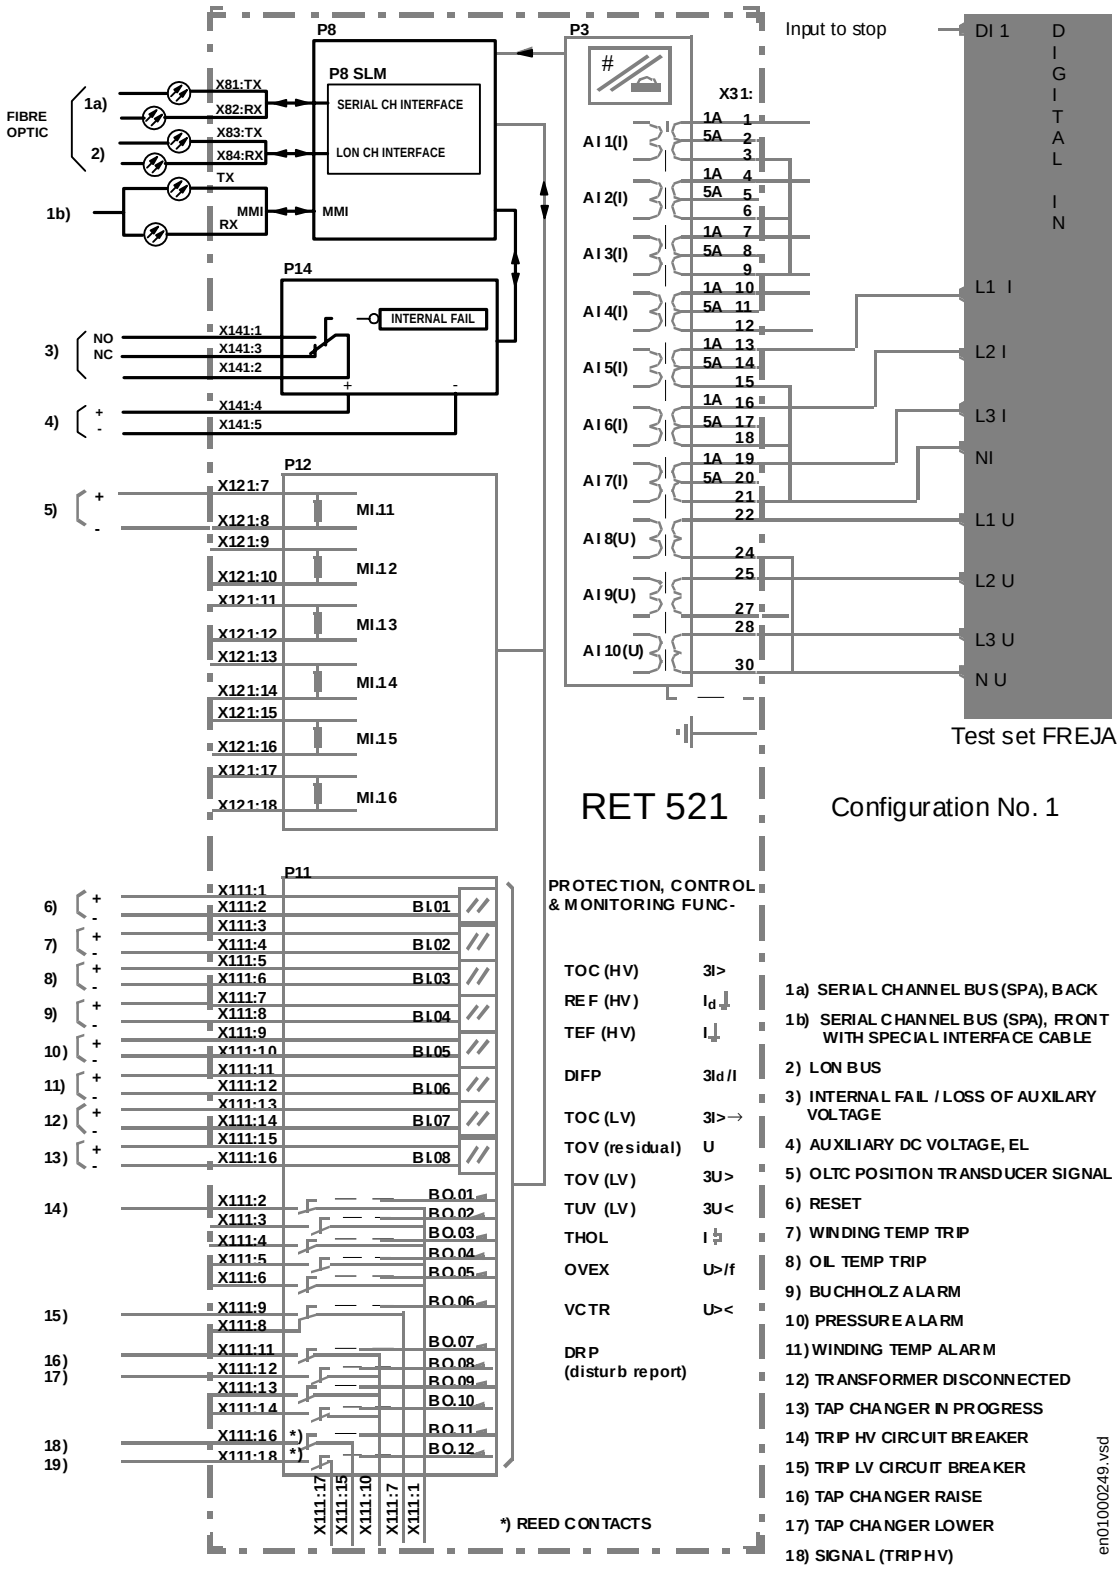

Fig. 1 Example of Freja test set connection to RET 521
Note that RET 521 is designed for a maximum continuous current of four times rated value and a maximum continuous voltage of 1,5 times rated value. Fig. 1 shows test set FREJA connected to the two-winding transformer terminal RET521, Configuration No 1, for testing of protection functions connected to CT’s and VT’s on the delta (LV) side of the power transformer.